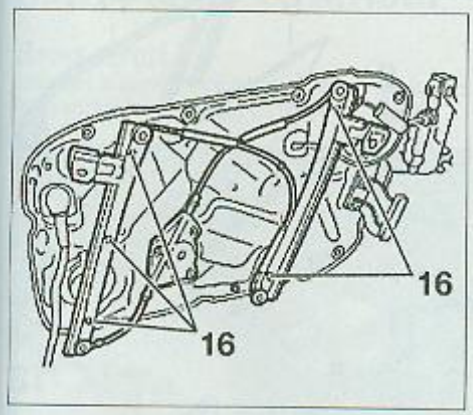

FIG. 48
• Déposer le moteur de lève-vitre (13) après avoir débranché son connecteur (14) et déposé ses vis (15).
• Déposer les écrous de fixation (16) du mécanisme de lève-glace (situés sur le côté interne du support (5)) **(Fig.48)**.